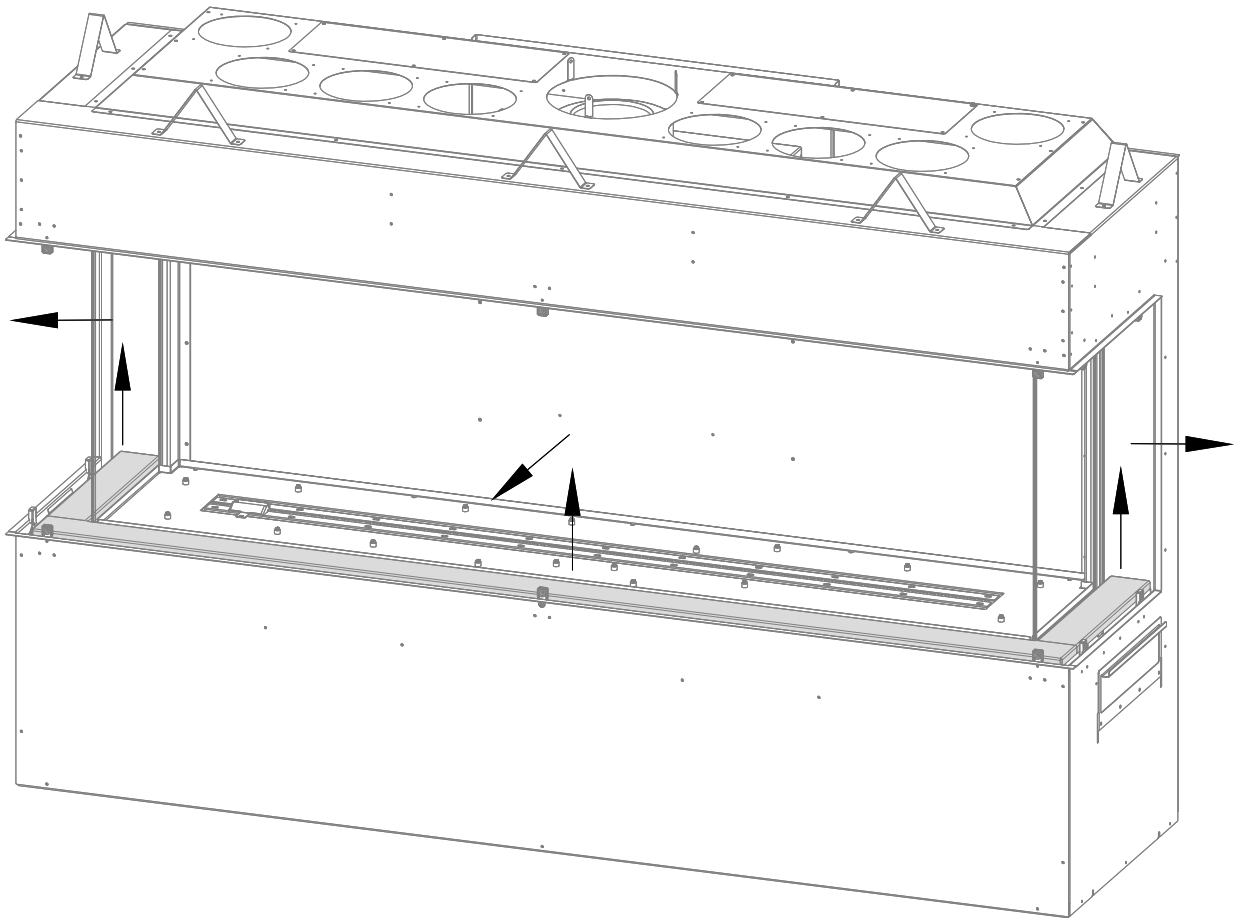

Figure 4.3 - Retrait du plateau à braises périphérique
Après avoir retiré l'écran pare-étincelles de façade, repérez les (2) vis à métal qui retiennent chaque plateau à braises latéral et le plateau à braises avant. Voir la Figure 4.3. Assurez-vous de pousser chaque plateau à braises vers la vitre du foyer, pour qu'il y ait un petit jeu entre le plateau à braises et le bord extérieur du foyer.
1. Retirez les panneaux du plateau à braises périphérique en les soulevant pour les sortir de leur fente d'insertion. Voir Figure 4.3.